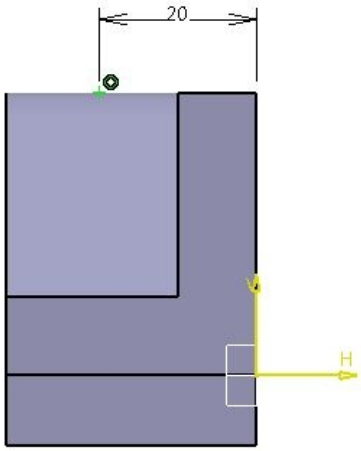

Figure 7-46 *Sketch of the* ***Hole*** *feature*
d. Create the holes using the **Hole** tool, refer to Figures 7-46 and 7-47.
3. Set the value of the dimension placed in the previous step to **20**, as shown in Figure 7-46, and then exit the **Sketcher** workbench.